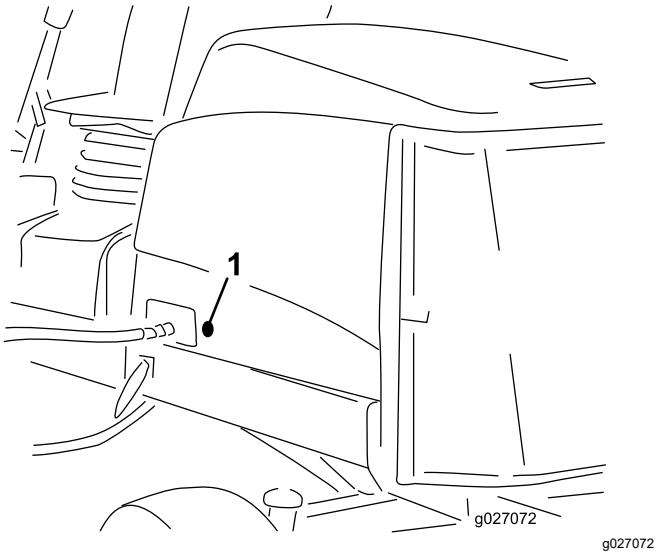

**Figuur 33**
2. Verwijder de rubberen ring uit de opening in de linkerkant van de motorkap (Figuur 33).